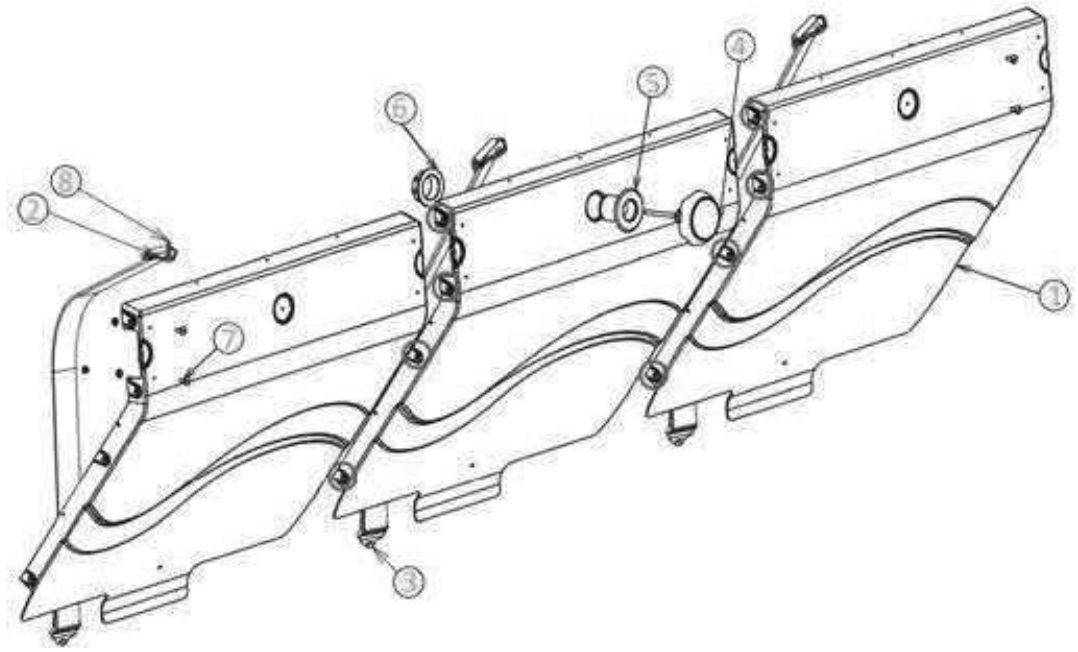

Figure 42 – Montage de la paroi de séparation et du projecteur
Les étapes de montage de la paroi de séparation et du projecteur sont illustrées à la *Figure 42*. La visserie nécessaire à ce montage se trouve dans le sachet Y.
Assemblez les trois modules (1) de paroi de séparation à l'aide de huit vis à tête hexagonale 8 × 20 en inox A4, et de huit écrous de diamètre 8 mm, en intercalant une rondelle de diamètre 8 mm de chaque côté de la paroi, soit un total de seize rondelles. Les emplacements de ces vis sur les parois sont signalés par huit cercles rouges à la *Figure 42*.